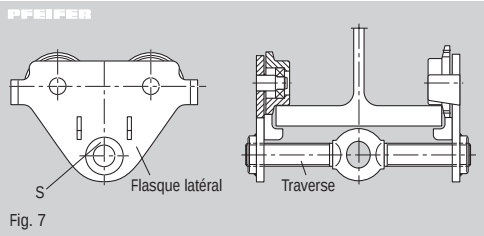

Fig. 7
1. Visser la traverse (Fig. 7) avec le côté du filetage droit sur environ 3 mm dans le flasque latéral marqué d'un « S ».